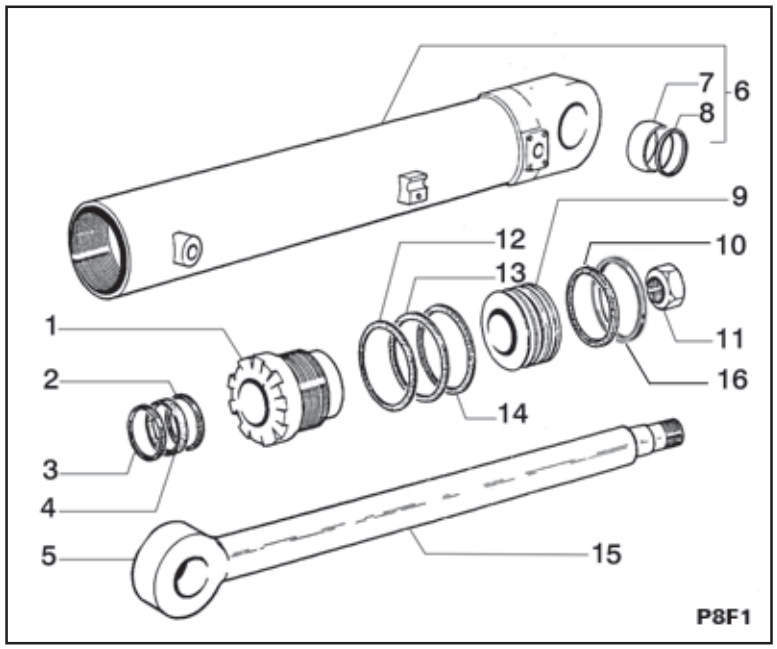

Fig.5
5.5.1 - DESMONTAGEM (fig. 5)
5.5.2 - INSPEÇÃO (fig. 5)
5.5.3 - MONTAGEM (fig. 5)